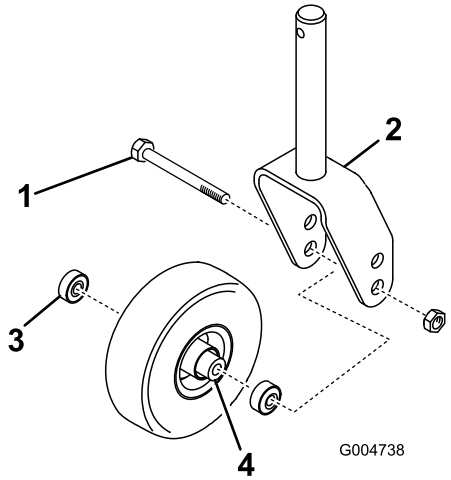
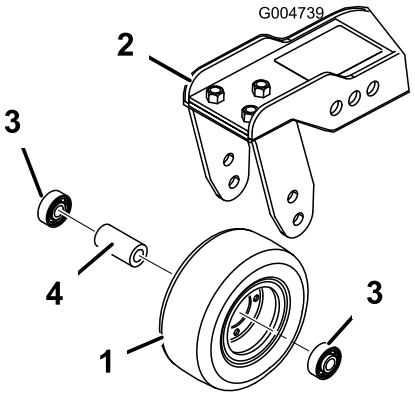

Figur 83
Figur 84
1. Lossa låsmuttern från den skruv som håller fast svänghjulet mellan svänghjulsgaffeln (Figur 83) eller svänghjulsarmen (Figur 84).
2. Ta bort lagret från hjulnavet och låt lagerdistansbrickan falla ut (Figur 83 och Figur 84).